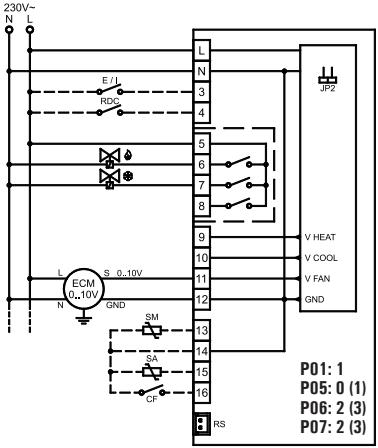

Fig. 8: Schéma de connexion pour pilotage de deux actuateurs on/off à 230V ~ pour installation à 4 tubes et pilotage proportionnel du ventilateur.
❼ EXÉCUTER LES CONNECTIONS ÉLECTRIQUES SUIVANT LE SCHÉMA DE CONNECTION LE PLUS APPROPRIÉ (FIG. 8, 9, 10, 11) ET LES POSSIBLES VARIANTES (FIG. 12, 13); LIRE ATTENTIVEMENT LE PARAGRAPHE "CONNECTIONS ÉLECTRIQUES".
REALIZAR LAS CONEXIONES ELÉCTRICAS SIGUIENDO EL ESQUEMA DE CONEXIÓN MÁS APROPIADO (FIG. 8, 9, 10, 11) Y LAS POSIBLES VARIANTES (FIG. 12, 13); LEER ATENTAMENTE EL PÁRRAFO "CONEXIONES ELÉCTRICAS".